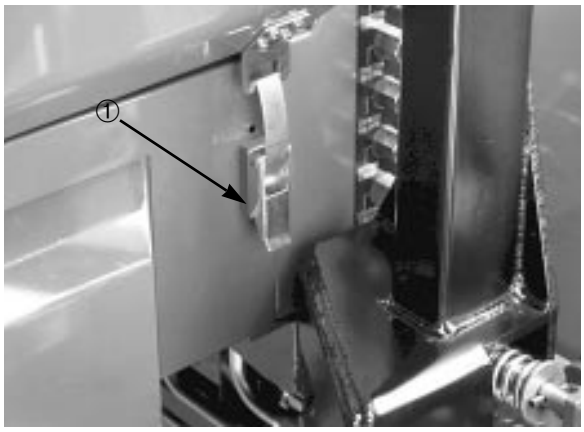

Fig. 1
1. Sett klipperen på et flatt underlag. Frigjør panserlåsene (fig. 1).